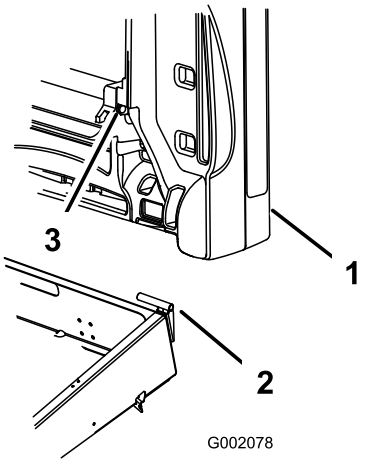

Figur 9
3. Før lastekassen monteringshull på svingbraketten (Figur 9).